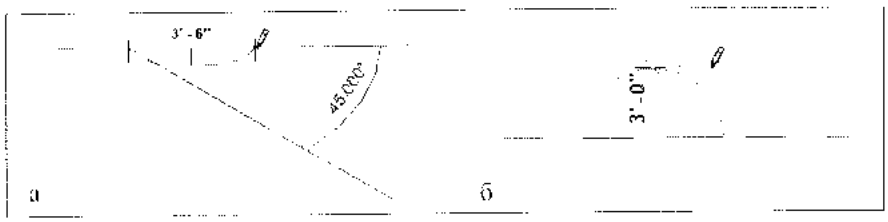

Рис. 8.12. *Построение эллиптической дуги*
– *эллиптическая дуга (Partial Ellipse)* (рис. 8.12). Команда построения неполного эллипса доступна для линий модели, линий узла и эскизных элементов, таких как крыши, перекрытия и потолки.